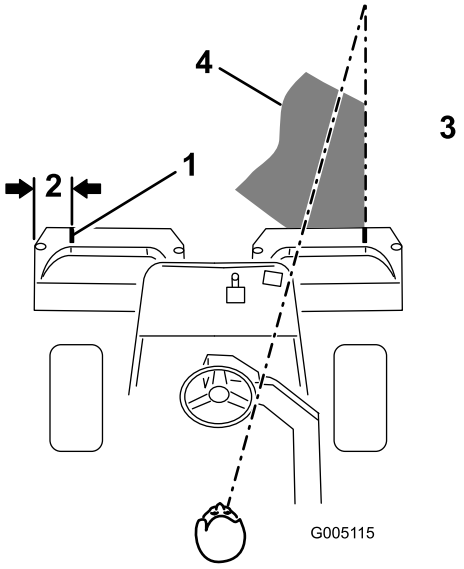
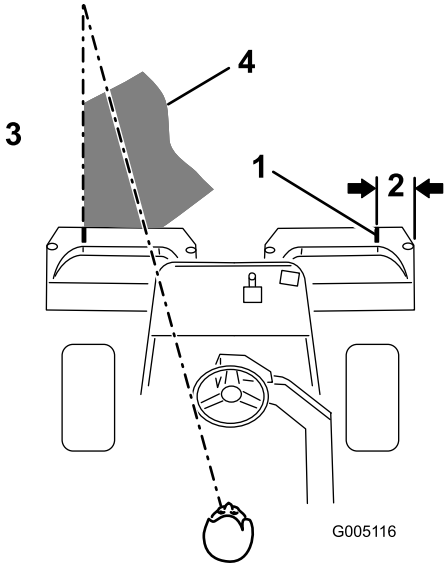

Figur 39
Figur 40
2. Placer enten et stykke hvidt tape, eller tegn en linje på hver enkelt opsamler parallelt med den ydre kant på hver enkelt opsamler (Figur 39).
3. Sørg for at overlappe minimalt med den forudgående klipning ved tilbagekørsler. Skab en imaginær, lige sigtelinje på ca. 1,8-3 m foran maskinen til kanten af den uklippede del af greenen (Figur 39 og Figur 40), som hjælp til at bevare en lige linje på tværs af greenen og for at holde maskinen i en tilsvarende afstand fra kanten af den foregående klipning. Der er nogle, der finder det nyttigt at medtage rattets ydre kant som en del af sigtelinjen, dvs. holde rattets kant på linje med et punkt, der altid holdes i samme afstand fra maskines forende (Figur 39 ogFigur 40).